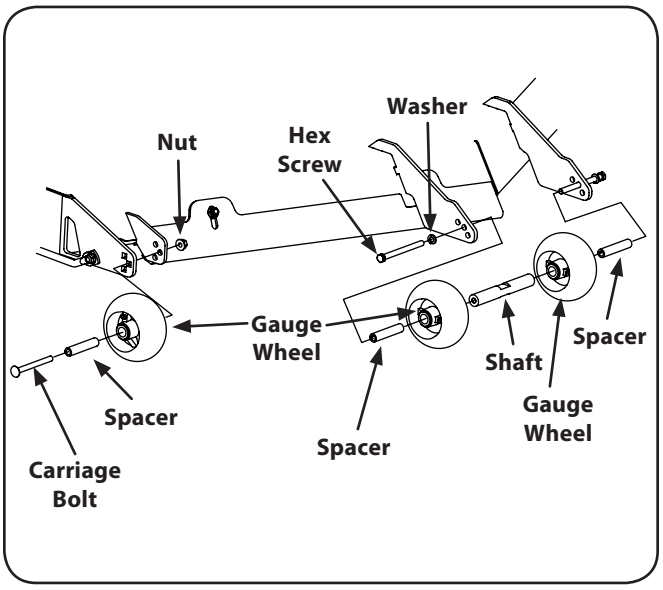

Figure 6-9
2. Remove the lock nut securing one of the outer front gauge wheel shoulder screws to the deck. Remove the gauge wheel and shoulder screw. Refer to Fig. 6-9.